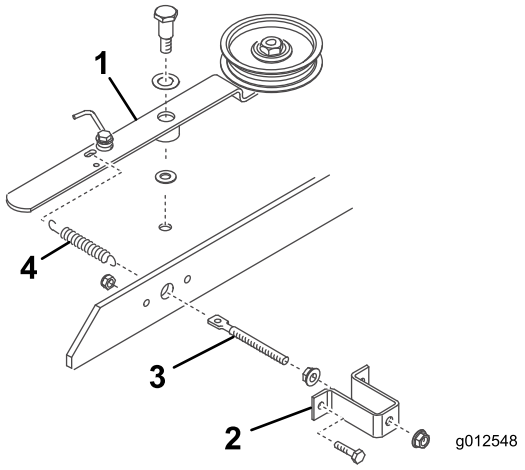

Figuur 20
3. Schroef een flensmoer (5/16-18 inch) ongeveer 5 cm op de stang met draaduiteinde (Figuur 20).
4. Plaats het uiteinde van de stang met draaduiteinde in de grote opening in de veerbeugel en bevestig losjes met een andere flensmoer (5/16-18 inch) (Figuur 20). Draai de flensmoeren niet vast aan.
5. Plaats het andere uiteinde van de stang met draaduiteinde in de opening in de overbruggingsstang en bevestig de veerbeugel aan de overbrugging met 2 bouten en borgmoeren (Figuur 20).
6. Haak de korte lus van de veer in het gat in de stang met draaduiteinde en de lange lus in het gat in de arm van de spanpoelie (Figuur 20).
7. Monteer de arm van de spanpoelie op het maaidek. Gebruik daarbij de volgende onderdelen in deze volgorde: een kantelschroef (3/8-16 inch), een drukring (1/2 inch), de arm van de spanpoelie, een drukring (3/8 inch), het maaidek en een borgmoer (3/8-16 inch) (Figuur 20). (Draai de flensmoeren van de stang met draaduiteinde nog niet vast. Stel de veerspanning af wanneer de blazer en riem gemonteerd zijn.)